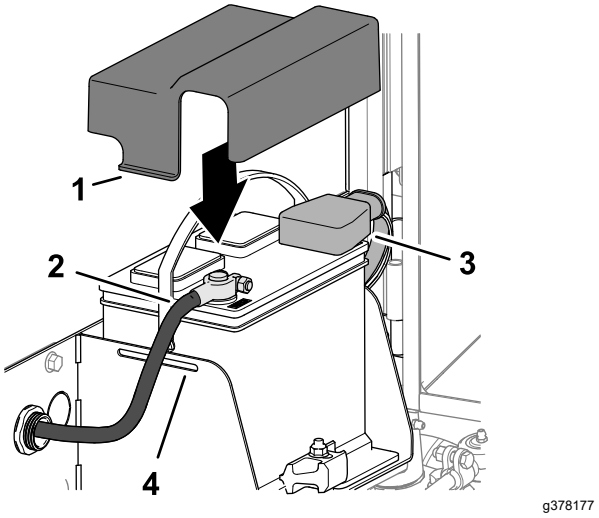

Рисунок 128
1. Подсоедините положительный кабель аккумулятора (красный) к положительному (+) полюсному штырю аккумулятора (Рисунок 128).